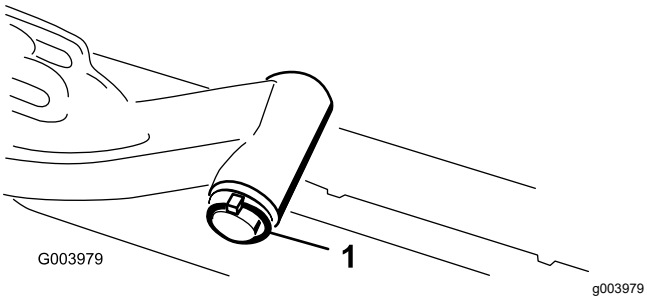

Figur 11
A. Fjern ringstiften og skiven som fester løftearmens dreieaksel til løftearmen og skyv løftearmens dreieaksel ut av løftearmen (Figur 11).
C. Før inn løftearmsakselen i løftearmen og fest den med skiven og ringstiften (Figur 11).